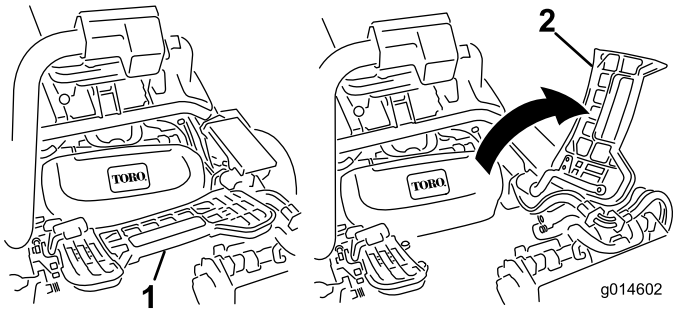

Figuur 32
2. Klap de voetsteun omhoog zodat u bij het middelste maaidek kunt (Figuur 32).